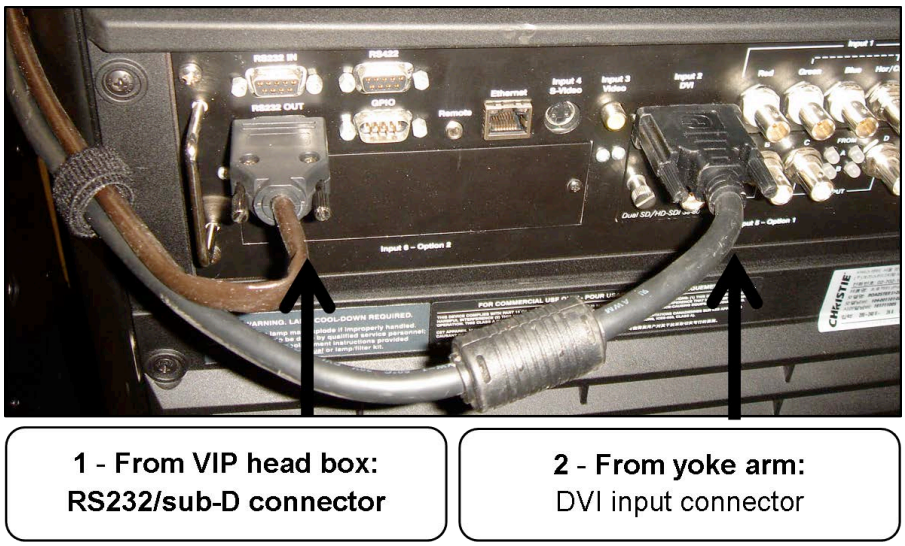

Figure 3-44 Roadster projector connections
5. Make the RS232 and DVI connections as shown in ***Figure 3-44***. Ensure that the RS232 cable is plugged into the **RS232 OUT** connector.